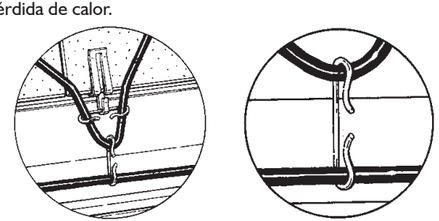

Figura 19. Sujete las pinzas a los canalones
- Corra el cable por el canalón siguiendo la línea del cable del techo. Utilice un espaciador para sujetar el cable del canalón al final de cada bucle de caída que haya formado. Véase a la Figura 19. Mantenga el cable del canalón tenso y alejado del fondo del canalón para evitar la pérdida de calor.